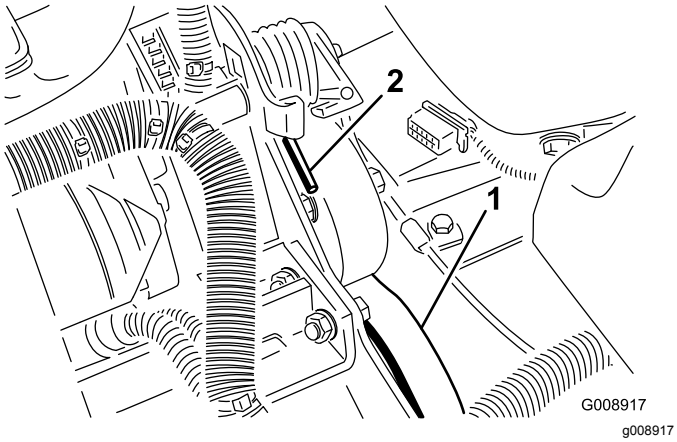

Rysunek 71
2. Popchnij w dół i do przodu koniec sprężyny (Rysunek 71), aby odczepić ją ze wspornika i zwolnić jej napięcie.